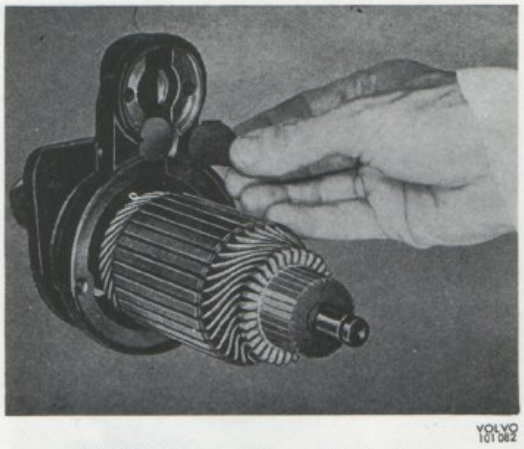

Bild 92. Demontering av tätningsbricka
9. Demontera gummibrickan och plåtbrickan, bild 92.